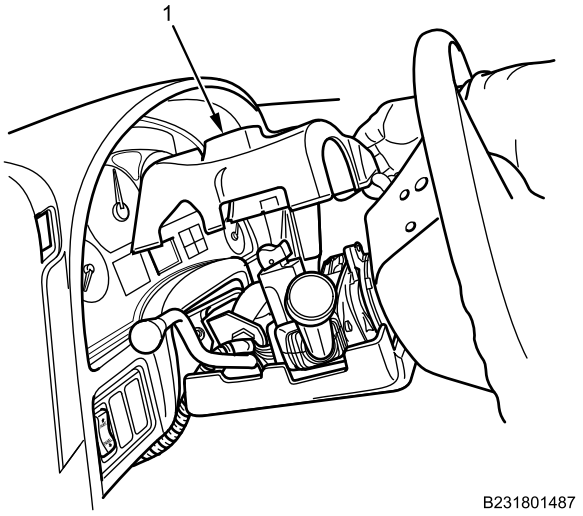

Figure 2. Steering Column Cover Upper Section.
2. Remove steering column cover upper section (Figure 2, Item 1) from steering column.